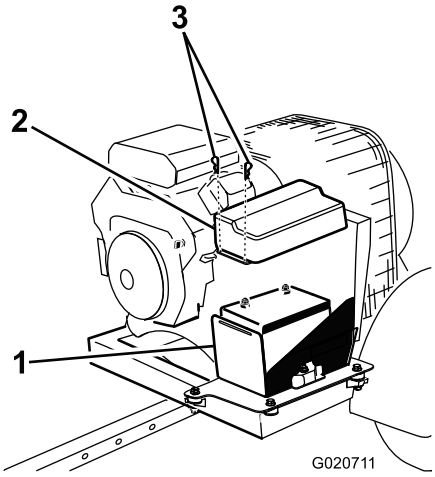

Figur 3
1. Fjern clipsen, der fastgør batteridækslet til batterikassen (Figur 3).